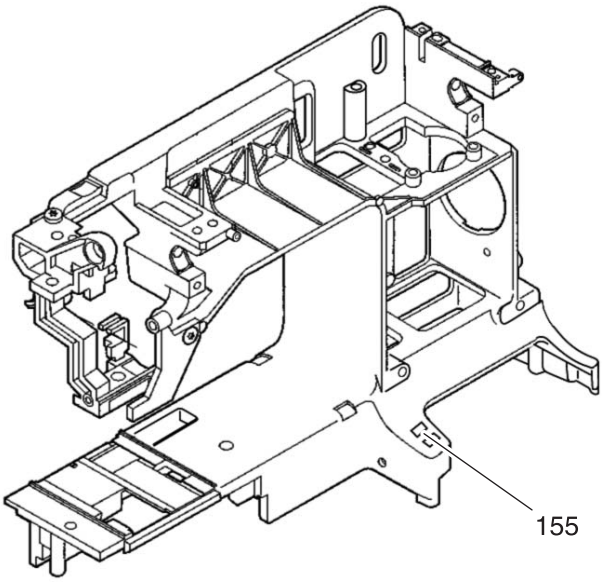

Fig. 101
- Cut off cable clip 155 with a knife (fig. 101).
- Insert cable clip 155 from the top and pull it together fig. 101).